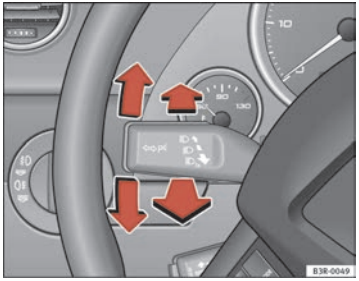

Fig. 92 Turn signal and main beam headlight lever
– Move the lever all the way up to indicate right or all the way down to indicate left ⇒ fig. 92.